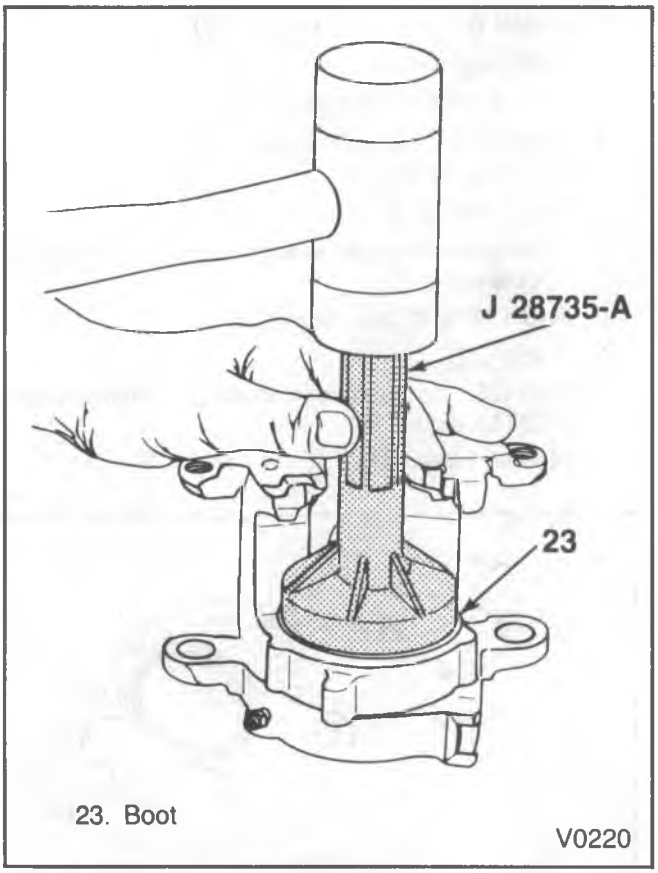

Figure 19—Installing Caliper Piston Boot
1. Piston seal (21).
2. Boot (23) onto the piston (22).
3. Piston (22).
4. Boot (23) into the caliper housing counterbore using J 28735 (figure 19).
5. Bleeder valve (20).